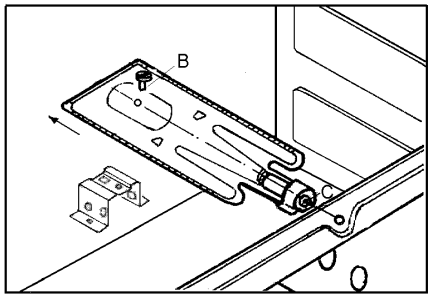

fig. 21
4. Dévissez la vis "B" (fig.21).